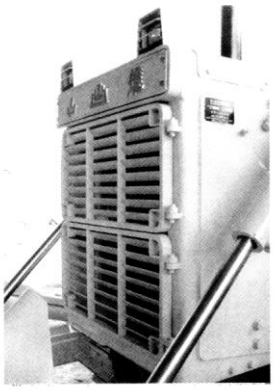

Рис. 4-26.
4.5.2 Сердцевина радиатора (Рис. 4-26)